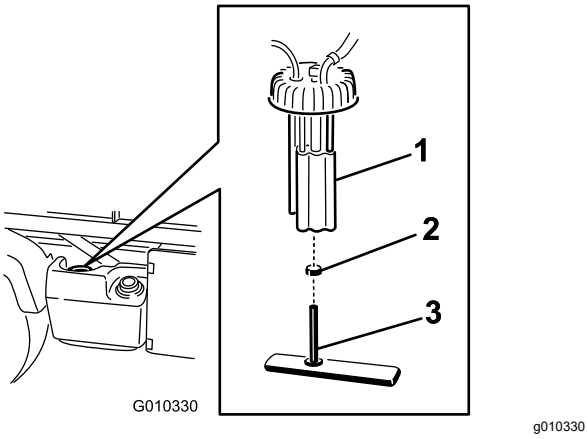

Figur 47
2. Tag ledningsnetstikkene ud af brændstofpumpen (Figur 47).
3. Løsn slangeklemmen, og frakobl brændstofrøret fra brændstofpumpedækslet (Figur 47).
4. Fjern brændstofpumpedækslet øverst på brændstoftanken (Figur 47).
5. Tag brændstofpumpesamlingen og brændstoffilteret af tanken (Figur 47).
7. Fjern slangen fra monteringen (Figur 47).